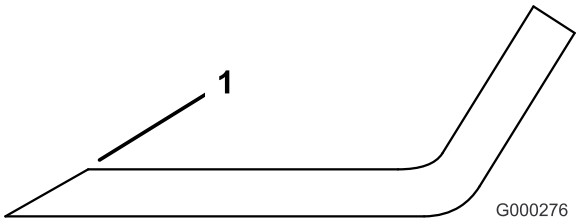

Figur 92
1. Slipa eggarna i båda ändar av kniven med en fil (Figur 92). Behåll ursprungsvinkeln. Kniven behåller